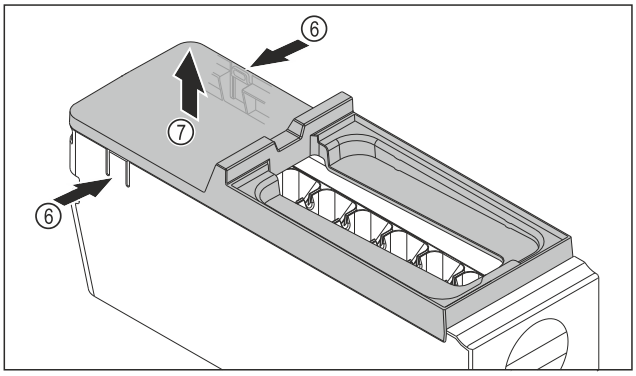

Fig. 106
▶ Снимите крышку корпуса EasyTwist-Ice: Надавите рукой на накладки *Fig. 106 (6)* с обеих сторон корпуса EasyTwist-Ice.
▶ Другой рукой снимите крышку *Fig. 106 (7)* по направлению вверх.